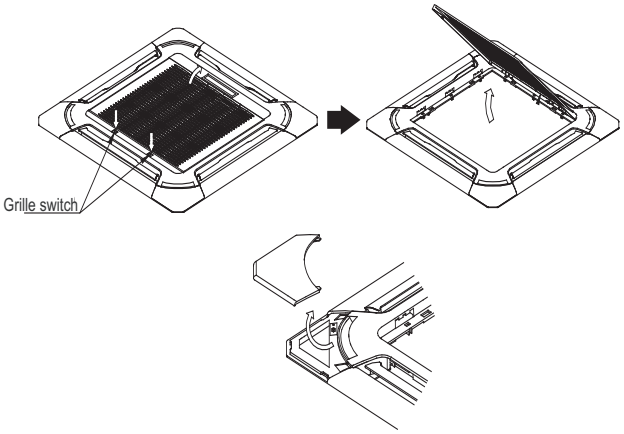

Fig. 23 - Inlet Grille Removal
a. Push the two grille switches simultaneously, then lift the grille up and remove the air inlet grille. Take out the covers from the 4 corners (see Fig. 23).